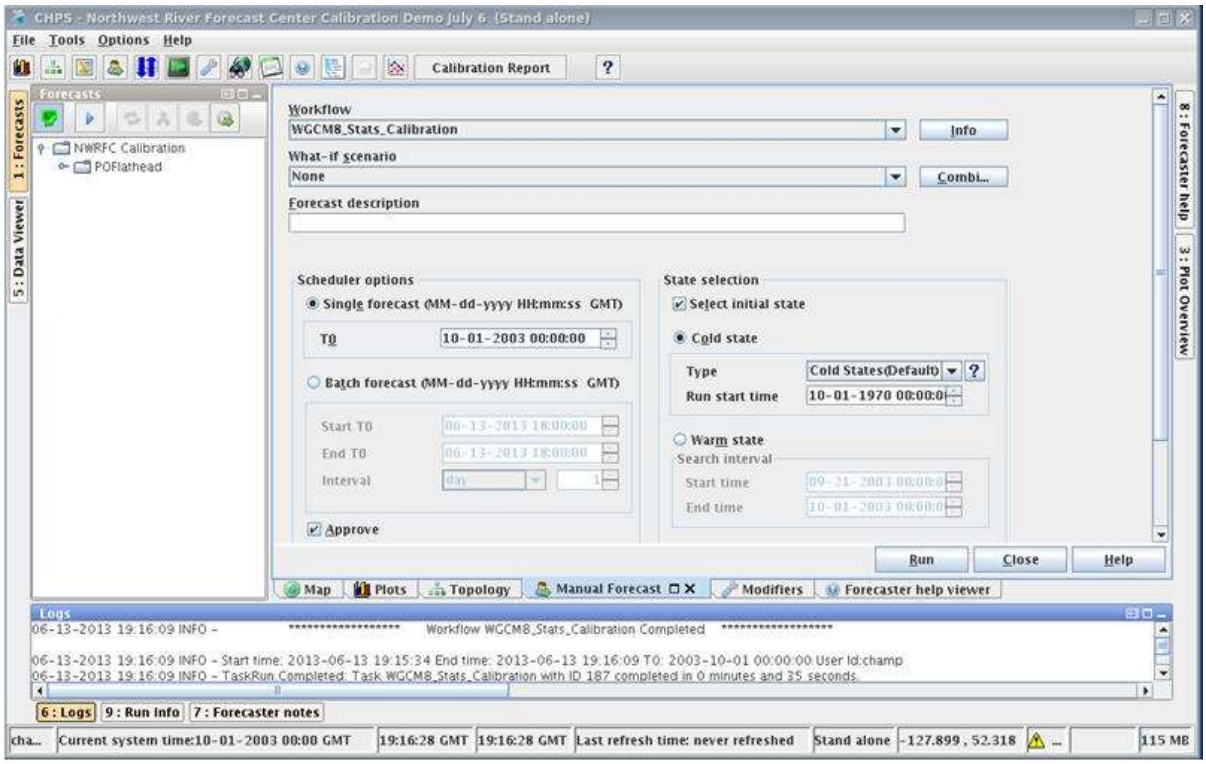

Figure 7: Cold states run start time set to start date of calibration run
- Change the Cold states run start time to the start date of your calibration run. In Figure 7, the start of the calibration period is October 1, 1970.